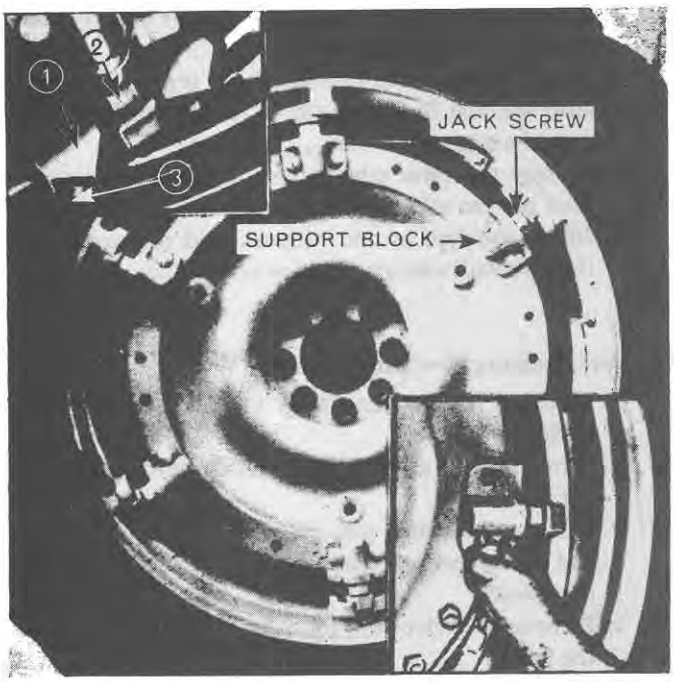

Figure 4
The power adjusted wheels allow the rear wheels to be adjusted from 56 inch (142 cm) to 90 inch (229 cm) by using tractor power. The rear wheels have two width ranges depending on the position of the support blocks, Figure 4. With the blocks on the outside, as shown, the range is 66 inch (168 cm) to 90 inch (229 cm). With the blocks reversed (inside the wheel disc) the range is 56 inch (142 cm) to 80 inch (203 cm).
1. Loosen the locking nut, (2), inset, Figure 4, on the four upper jack screws. Identify the four blocks with a chalk or pencil mark (this will enable the correct blocks to be selected for tightening after the wheels are spaced).
2. Remove the bolt (3), inset, Figure 4, from the stop lug (1) on the side to which the wheel will be moved. Position the stop lug to the desired setting (each hole in the bar represents a 2 inch (5·08 cm) change in track per wheel) and secure it with the bolt.
6. Install the other stop lug (1) inset, Figure 4, to secure the wheel adjustment. Tighten the locking nut on the four jack screws to 100 lb. ft. (13·8 m.kg.), then, uniformly increase their tightness (25 lb. ft. (3·46 m.kg.) at a time) until each has been torqued to 200 lb. ft. (27·6 m.kg.).
1. Loosen the locking nut (2), inset, Figure 4, on the four upper jack screws. Identify the four blocks with a chalk or pencil mark.
2. Remove one block at a time, see the inset, Figure 4, and position it on the bolts to 125–150 lb. ft. (17·3–20·7 m.kg.).